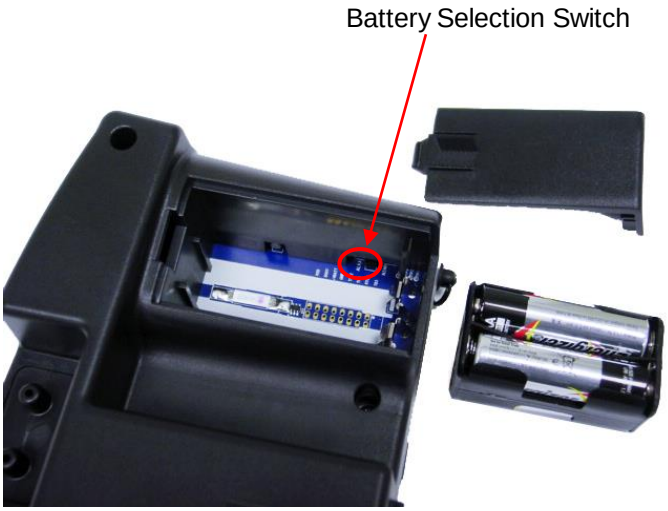

Figure 6: Location of Battery Type Selector Switch
4. Refer to Figure 6~~Figure 6~~ and set the battery selection switch to indicate the type of batteries you are using.